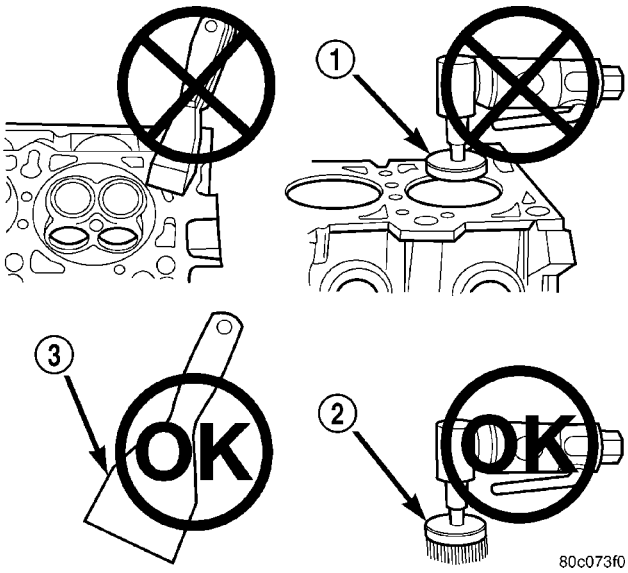

Fig. 3 Proper Tool Usage For Surface Preparation
- High speed power tool with an abrasive pad or a wire brush (Fig. 3)
- Plastic or wood scraper (Fig. 3)
• Drill motor with 3M Roloc™ Bristle Disc (white or yellow) (Fig. 3)